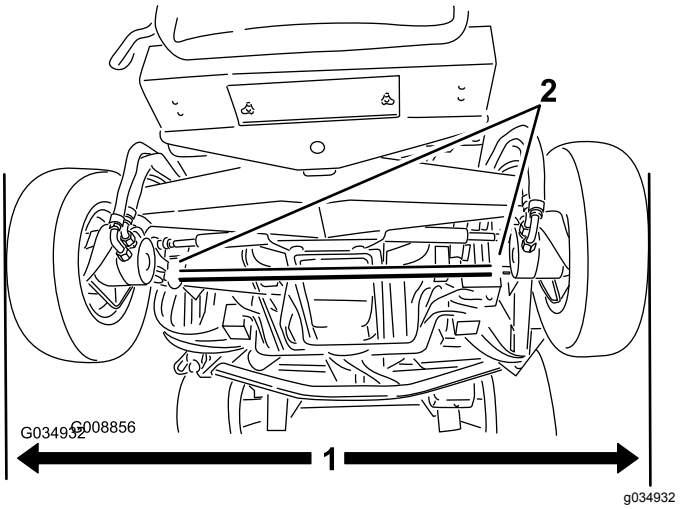

**Figur 118**
1. Se till att bakdäcken står i rakt läge och mät det yttre avståndet (i axelhöjd) framtill och baktill på bakdäcken (Figur 118).
2. Lossa klämmorna på dragstängernas bägge ändar för att justera skränkningen (Figur 118).